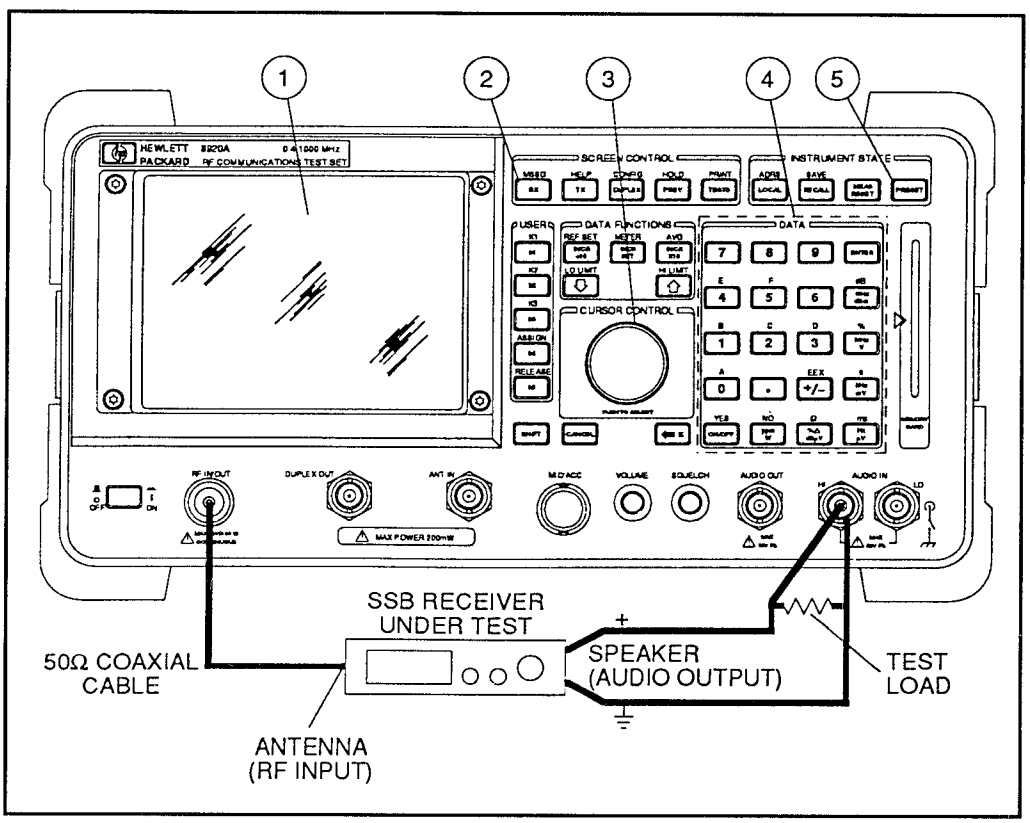

Figure 25: SSB squelch sensitivity setup
1. Connect the receiver as shown in Figure 25.
2. On the HP 8920A, press the PRESET key (5), and press the RX key (2).
3. Using the knob (3) and data entry keys (4), set **RF Gen Freq** to the receiver operating frequency. [Note: Frequency is dependent on the receiver's mode (LSB/USB) and the audio frequency used (normally 1 kHz). When setting for LSB, set **RF Gen Freq** to a setting 1 kHz less than the normal carrier frequency. For USB, set to 1 kHz higher.] Set **Amplitude** to -47 dBm (1 mV). Set **AF Gen1 To** Off. Set **Ext Load R** to the test load resistance. Set **AC Level** meter to measure watts. Set SINAD meter to measure AF Freq.